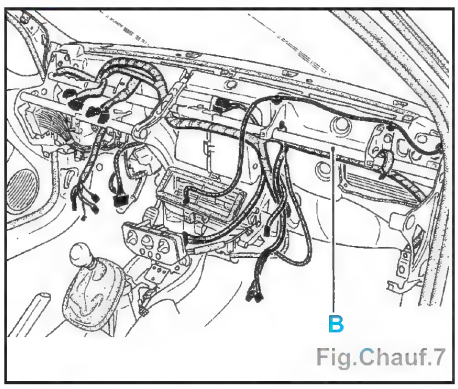

Fig.Chauf.7
- Déposer les vis de maintien de la poutre (B) et écarter celle-ci (Fig.Chauf.7).